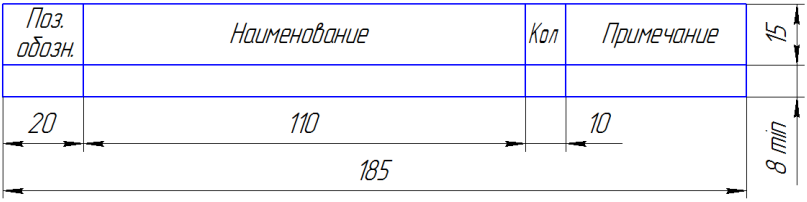

Рис. 8.1
8) Перечень элементов оформляют в виде таблицы (рис. 8.1), заполняемой сверху вниз.